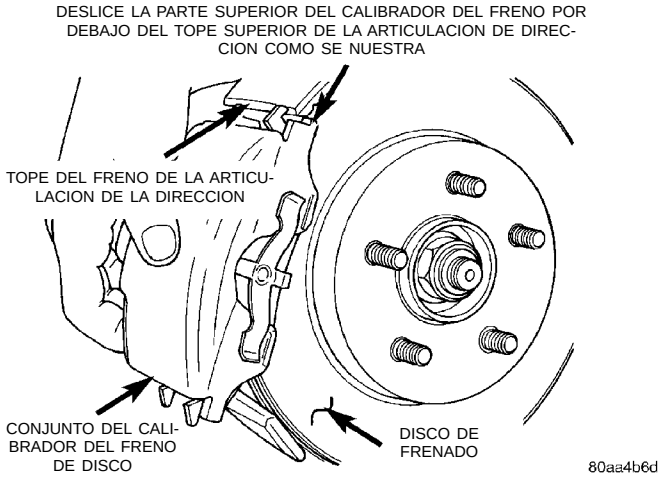

Fig. 27 Instalación del calibrador de freno
(7) Instale el calibrador de freno de disco en la articulación de la dirección. El calibrador se instala deslizando primeramente la parte superior del mismo por debajo del tope superior de la articulación de la dirección y después instalando la parte inferior del calibrador contra el tope inferior de la articulación de la dirección (Fig. 27).